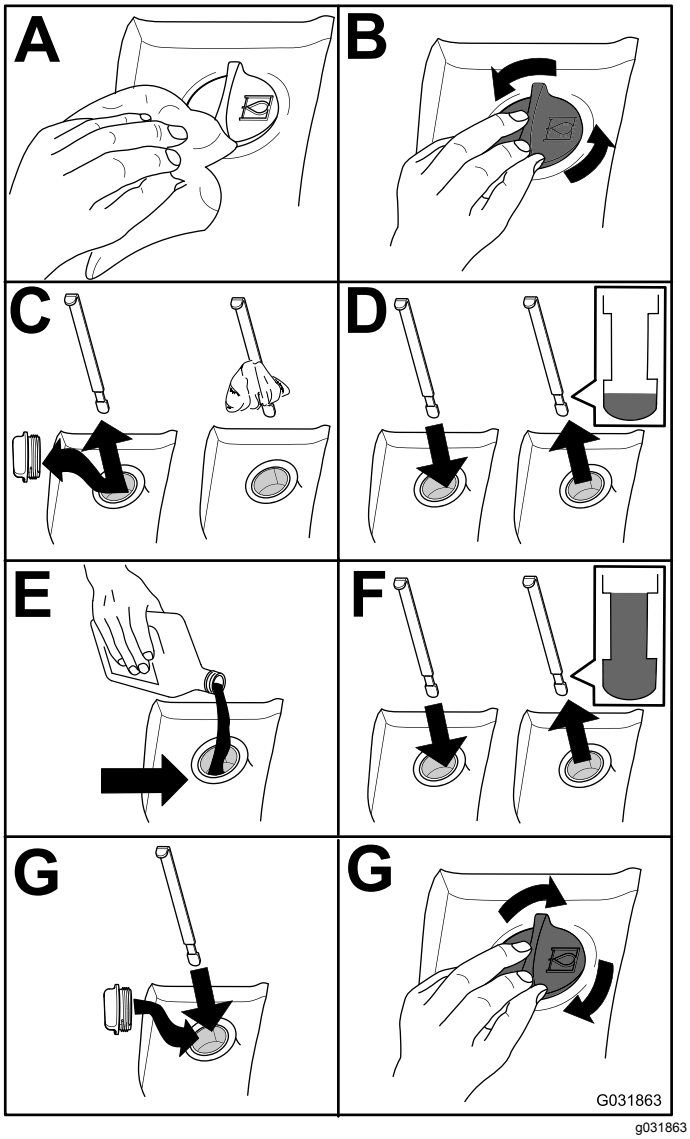

Figur 79
2. Kontroller hydraulikvæskestanden (Figur 79).